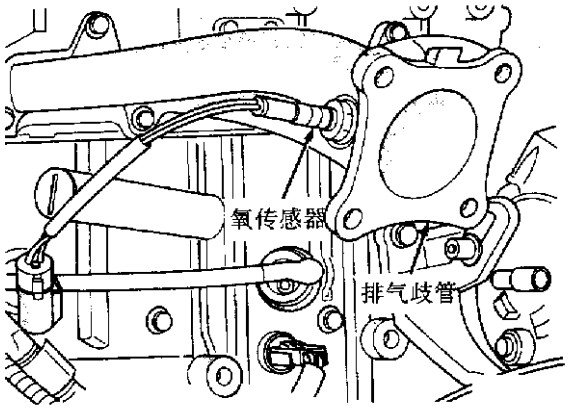
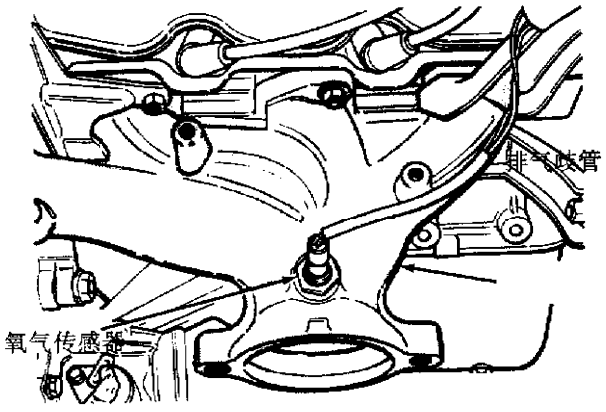

图 4-73　热氧传感器(2.4L)
图 4-74　热氧传感器(3.0L)
(10)上段热氧气传感器。上段热氧气传感器装在排气歧管里，它给 PCM 提供一个输入电压。这个输出告诉 PCM 排放气体中的氧气含量(图 4-73 或图 4-74 或图 4-75)。PCM 用这些信息通过调节喷油器脉冲宽度来精调空燃比。